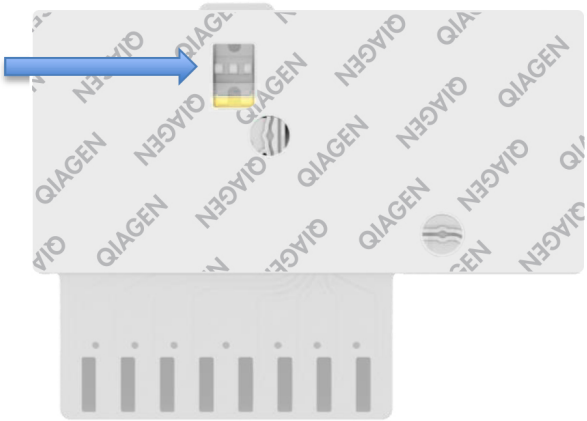

**Figura 3**. **Ventana de inspección de muestras (flecha azul).**
**Nota**: Al cargar una muestra de LCR, el usuario realiza una comprobación visual a través de la ventana de inspección de muestras (consulte la imagen siguiente) para confirmar que la muestra líquida se ha cargado (figura 3).